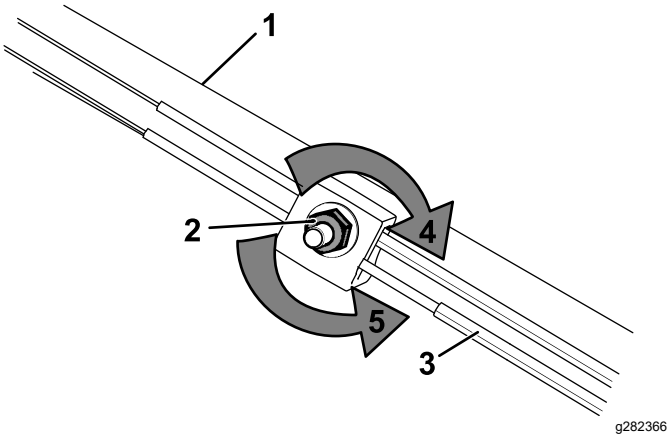

Figure 52
1. Tournez l'écrou de réglage dans le sens antihoraire pour desserrer le réglage du câble (Figure 52).
2. Ajustez la tension du câble (Figure 52) en le tirant en avant ou en le poussant en arrière puis en le maintenant à cette position.